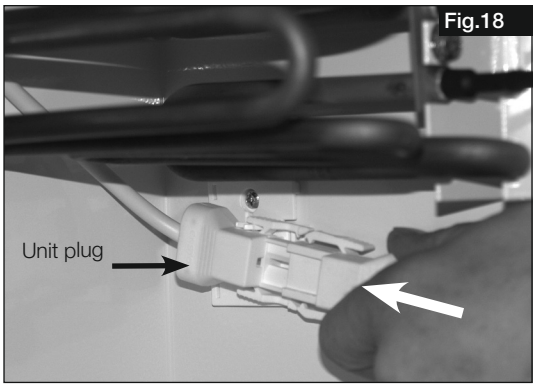

Fig.18
2. Clip the connector on the electric pre-heater to the pre-installed unit plug (Fig.18).